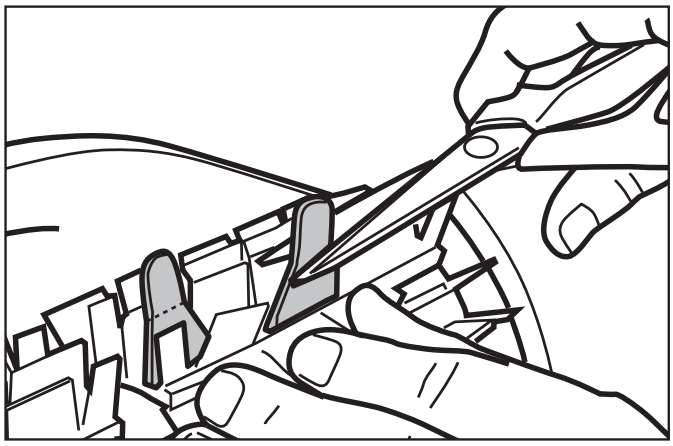

Figura 20. Corte las lengüetas
5. Corte con tijeras las lengüetas a 3/4 pulgadas de la base para que no sean más largas que la hoja de limpieza (Figura 20).